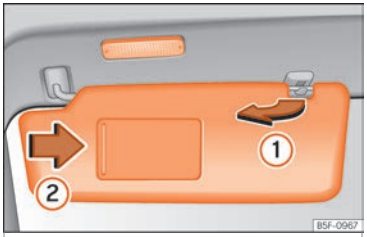

Fig. 154 Sun visor
- The sun visor can be pulled out of its mounting and turned towards the door ››› Fig. 154 (1).